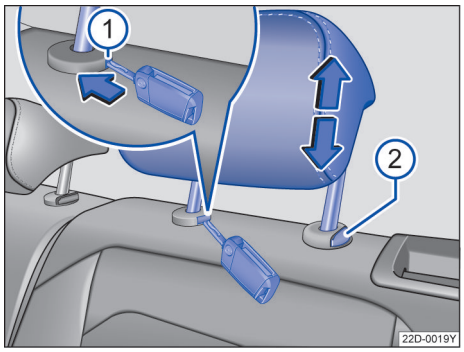

图 64 拆卸和安装后排头枕
– 将打开的汽车钥匙头插入护套的槽内→ 图 64①，并沿箭头方向用力顶住。
– 同时按压按钮②，另一人将头枕完全拔出
– 按住按钮→ 图 64②向下移动头枕。▶